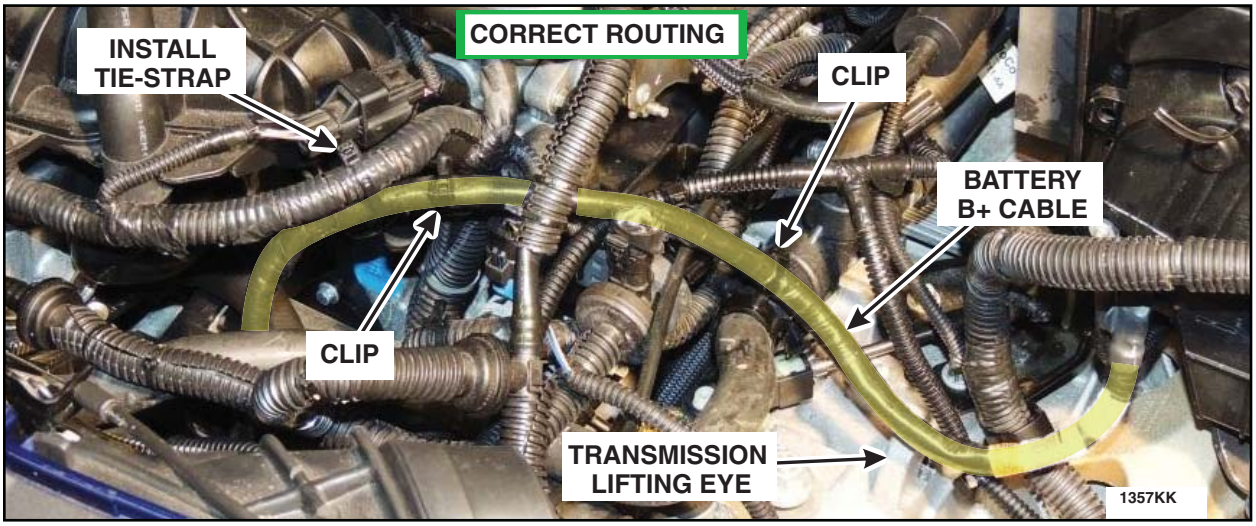

FIGURE M1
1. Inspect the battery B+ terminal cable for improper routing and/or any signs of wire and insulation damage. See Figure M1.
- A **properly routed** cable can be identified by having the cable routed from the generator across the front of the engine and with the cable secured to the main engine wiring harness with a zip tie near the forward left side of the intake manifold. See Figure M1.
2. If the battery positive terminal cable is routed improperly and isn't damaged, pull it back through to the center of the engine compartment. Then re-route it up and near the front left side of the engine. Secure it to the main engine wiring harness using the tie-strap and existing clips as shown. See Figure M1.
3. Install the tie-strap provided in the kit to secure the starter/generator battery positive cable to the engine wire harness and prevent the cable from contacting the transmission lifting eye. See Figure M1.